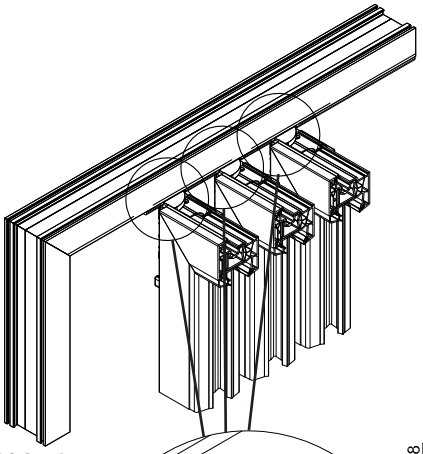

Abb. 2
5. Das obere Drehteillager wird so eingestellt, dass zwischen dem Drehteillager und dem Drehteillager - Einlauf 1 mm Spalt entsteht (Abb. 2). Fixieren Sie auch diese Position mit der temporären Schraube 3,9 x 25 mm.